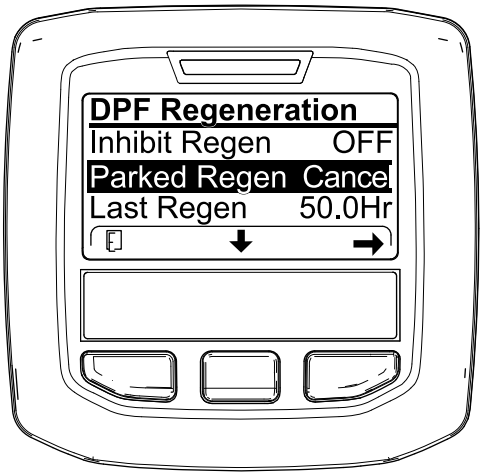
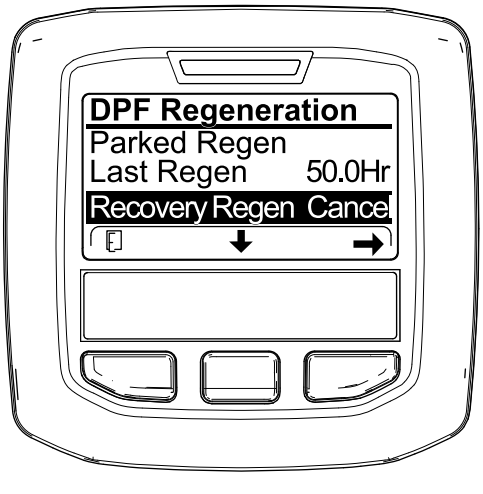

Figur 65
Figur 66
1. Gå till menyn för DPF-regenerering (Figur 65).
2. Tryck på mittknappen för att bläddra ner till alternativet PARKED REGEN CANCEL (avbryt parkerad regenerering) (Figur 65) eller RECOVERY REGEN CANCEL (avbryt återhämtningsregenerering) (Figur 66).
3. Tryck på högerknappen för att välja alternativet Regen Cancel (Figur 65 eller Figur 66).